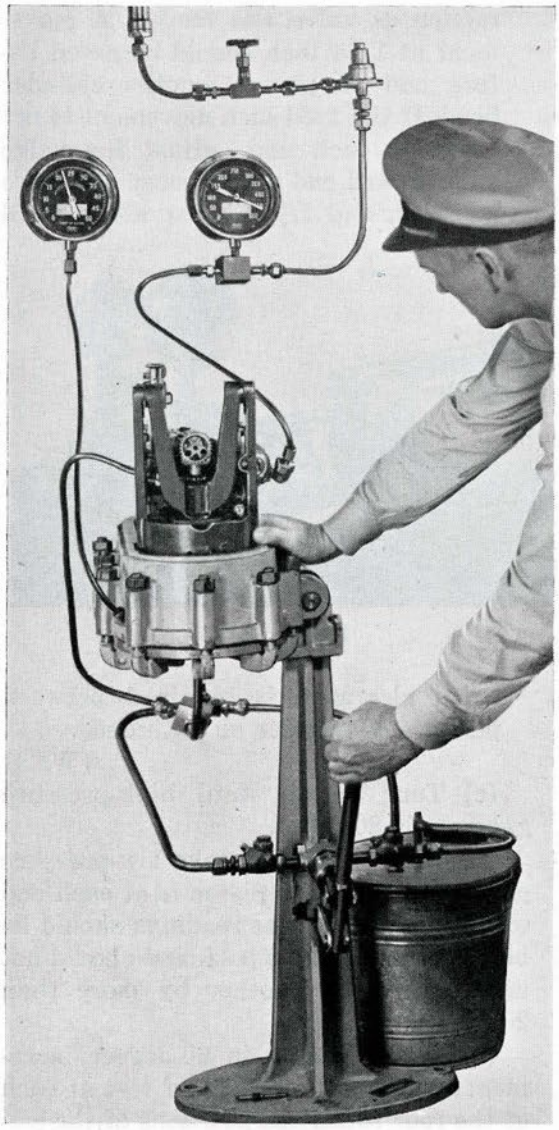

Figure 241
24. Continue pumping until gage shows 25 feet of sea pressure (Fig. 241).
26. Turn two-way valve so as to drain the pressure chamber slowly. Read the gage: (1) when the depth-engine valve begins to move ("Breakaway"), (2) when scribe marks come into alignment ("Center"), and (3) when valve is hard up against the valve stop ("Hard Up").